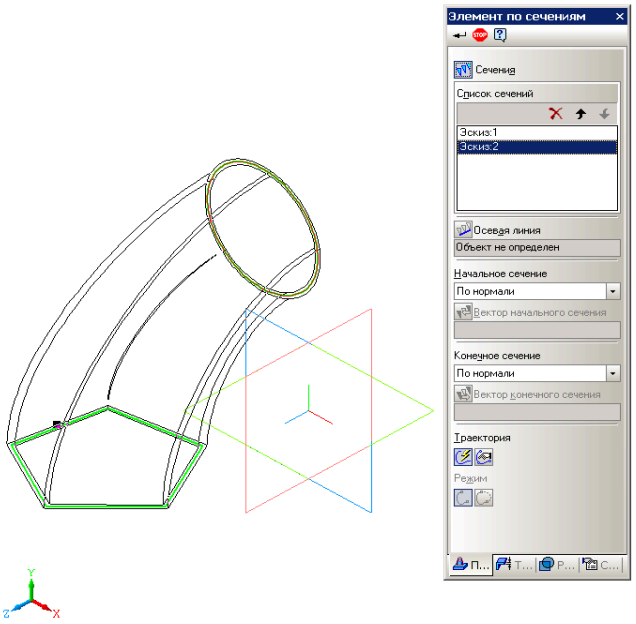

Рис. 5.14. Окно свойств и «фантом» модели операции по сечениям.
2.12. На закладке **Параметры** операции **По сечениям** (рис. 5.14):